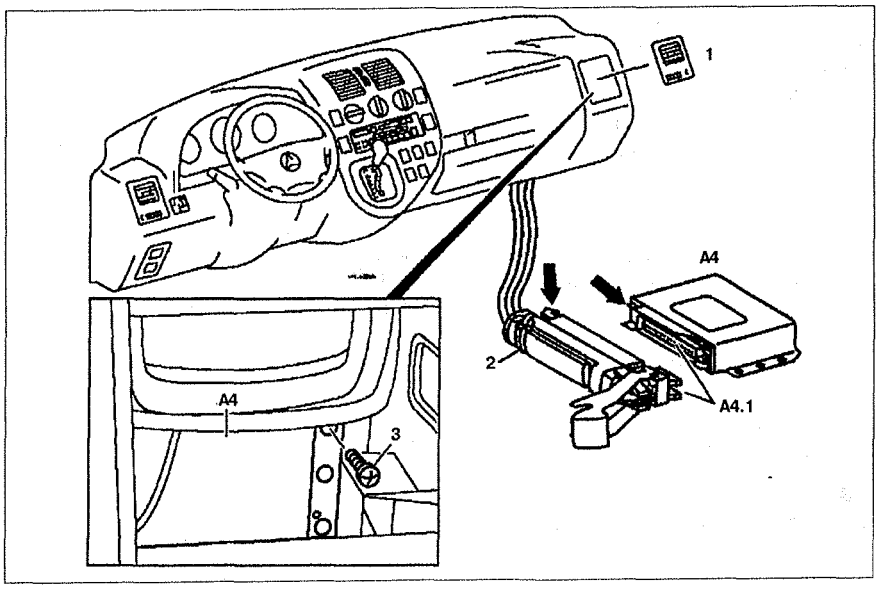

Рис. 6.57. Блок управления АКПП: **1.** Правый дефлектор, **2.** Разъем проводки, **3.** Болт, **А4.** Блок управления АКПП, **А4.1.** Разъем проводки.
2. Снимите правый дефлектор **1** (см.рис.6.57).